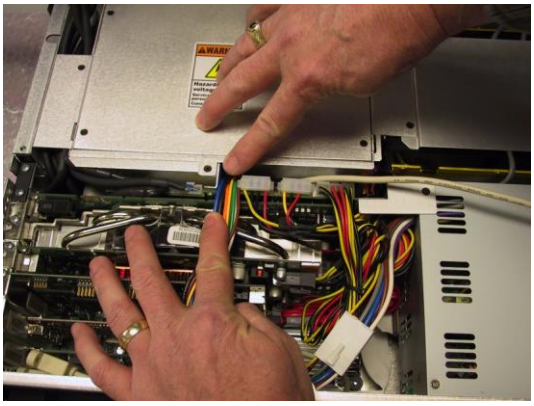

Figure 2-15
10) Gently spread the wires exiting the UPS as illustrated in Figure 2-15 so as to make them "flat" such that they won't prevent the lid from closing completely.